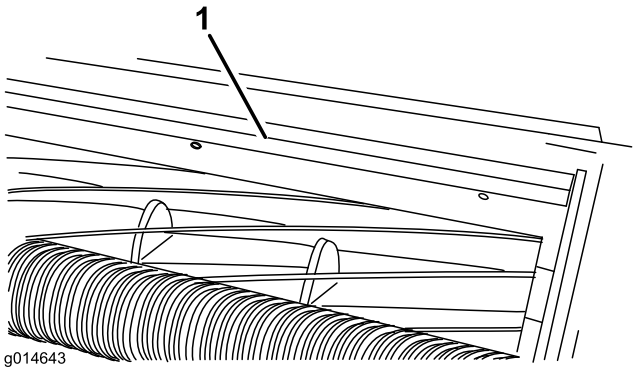

Figura 17
1. Afloje los tornillos que fijan la barra superior (Figura 17) a la unidad de corte.